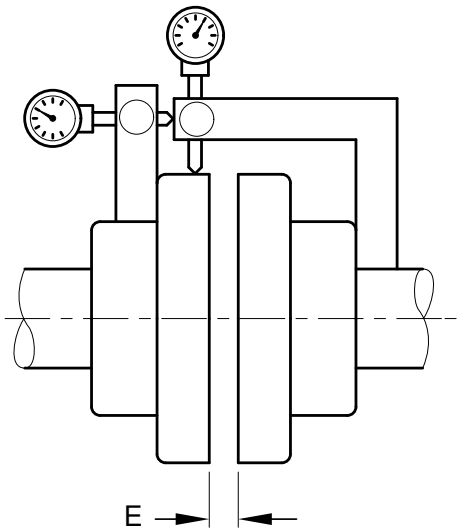

Bild 8: Kombinierte Axial-/Radialmessung
4.2.3.3 Kombinierte Axial- und Radialmessung (Bild 8)
Eine im Aufbau relativ einfache Methode, beide Messungen zu kombinieren, zeigt Bild 8. In die entsprechenden Bohrungen der angeschraubten oder gespannten Flacheisenelemente werden die Meßuhren eingelassen und durch z.B. Madenschrauben fixiert.